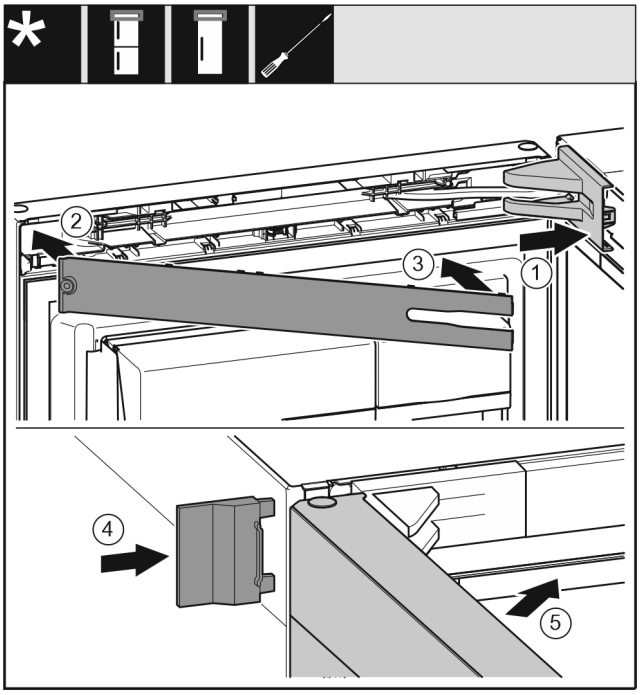

Fig. 73
▶ Put the swap bearing block cover *Fig. 73 (1)* on and engage, push apart carefully if required.
▶ Fit the trim *Fig. 73 (2)*.
▶ Swivel in the cover *Fig. 73 (3)* and engage.
▶ Push the outer cover *Fig. 73 (4)* on.
▶ Close the upper door *Fig. 73 (5)*.